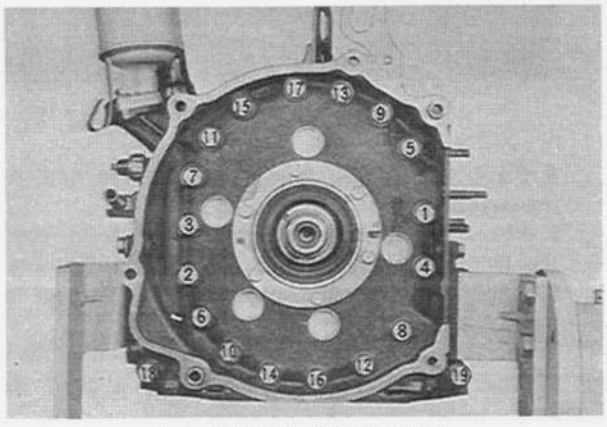

Fig. 1–93 Tightening order
2. Turn the engine on the work stand so that the top of the engine is up, and tighten the bolts gradually in the order shown in Fig. 1–93. The specified torque is **3.0 m-kg (22 ft-lb). Do not** tighten the tension bolts at one time.